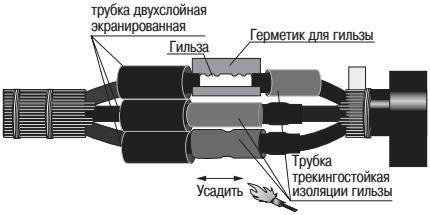

Рисунок 8
4.16 Н двинуть н к ждую гильзу трубку трекингостойкую (кр сного цвет) изоляции гильзы. Уст новить её по центру гильзы и ус дить, н чин я с середины и д лее в н пр влении торцов. После ус дки трубки по торц м должен быть виден выступивший р спл вленный клей (рисунок 8).